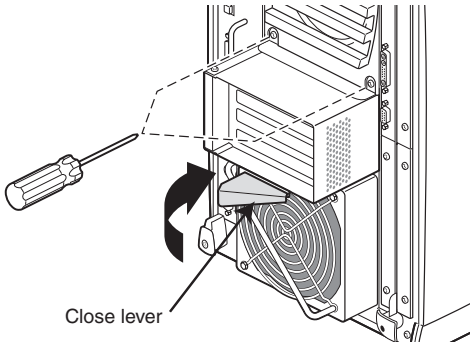

Figure 5-112 PCI Module Installation
2.) Push the release lever in to close (latch). (See Figure 5-112 for location of lever.)
3.) Tighten the two captive screws (Figure 5-112).